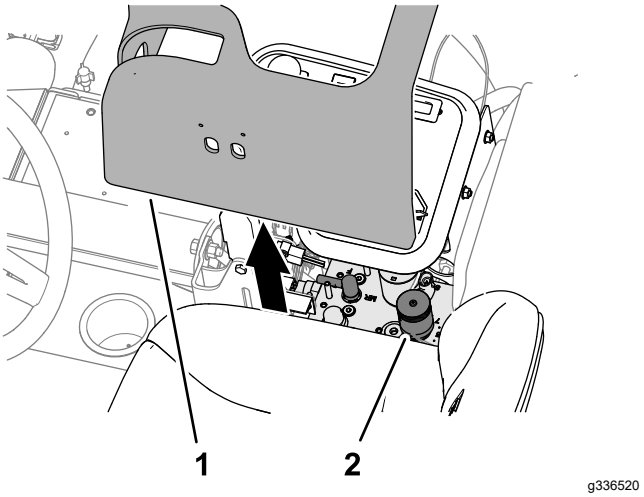

Figuur 49
2. Til de kap op van de bedieningsarm (Figuur 49).